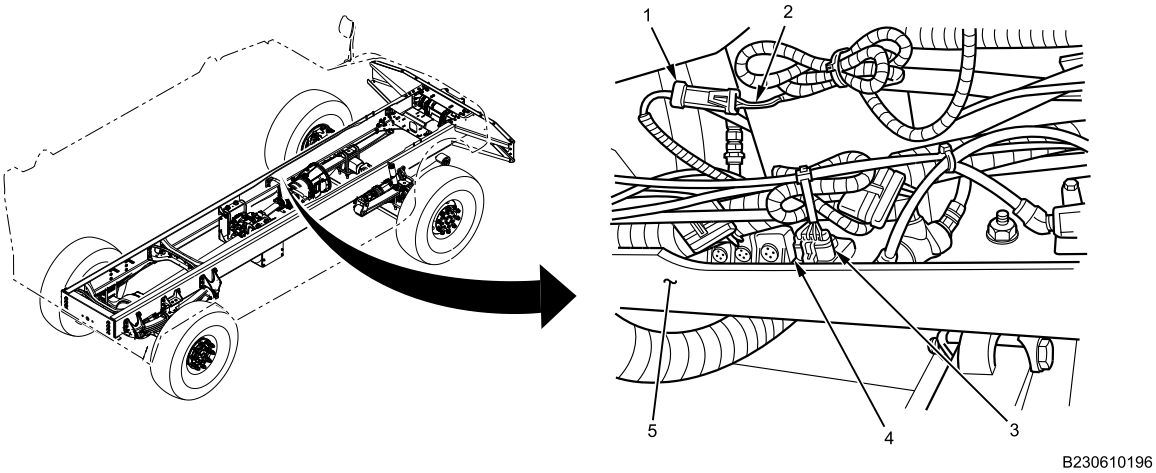

Figure 4. Four-Pack Shift Solenoids Connector.
7. Disconnect two-pin connector (Figure 4, Item 1) from engine harness (Figure 4, Item 2) near left frame rail (Figure 4, Item 5).
8. Disconnect five-pin connector (Figure 4, Item 3) from transfer case four-pack shift solenoids (Figure 4, Item 4).